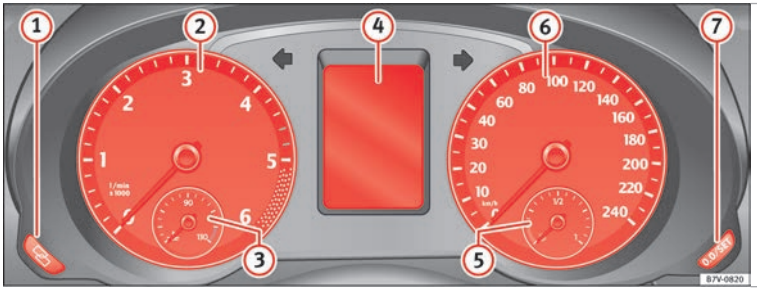

Afb. 118 Instrumentenpaneel, in het dashboard.
Uitleg over de instrumenten ››› **afb. 118**:
- Druk op 0.0 / SET ››› **afb. 118** 7 om door te gaan met de instelling. Houd de toets ingedrukt om de cijfers snel te veranderen.
De toerenteller geeft u, samen met de toerentalindicatie, de mogelijkheid om de motor van uw wagen altijd te gebruiken op het meest geschikte toerental. Het begin van het rode gebied ››› **afb. 118** geeft het maximale toerental voor de motor op bedrijfstemperatuur aan. Vóór het bereiken van dit gebied moet u opschakelen of de keuzehendel in stand **D** zetten of de voet van het gaspedaal nemen ››› ❗. Beter is het echter om de hoge toerentallen te mijden en te letten op de versnellingsindicaties. Voor aanvullende informatie, zie ››› **pag. 205**.
Op het display van het instrumentenpaneel ››› afb. 118 4 kan uiteenlopende informatie weergegeven worden, naargelang van de uitvoering van de wagen:
De indicatie van de servicebeurt verschijnt op het display van het instrumentenpaneel **»» afb. 118** (4).